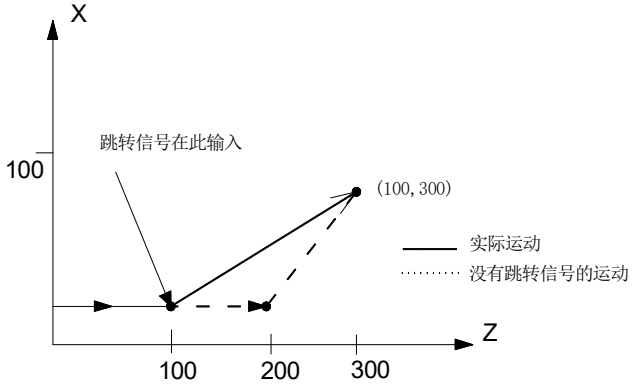

图 3.10-3
③．G31 的下一个程序段是2 个轴的绝对坐标编程, 从跳转点为起点到2 个轴的绝对坐标位置为终点走G01直线，如下图3.10-3